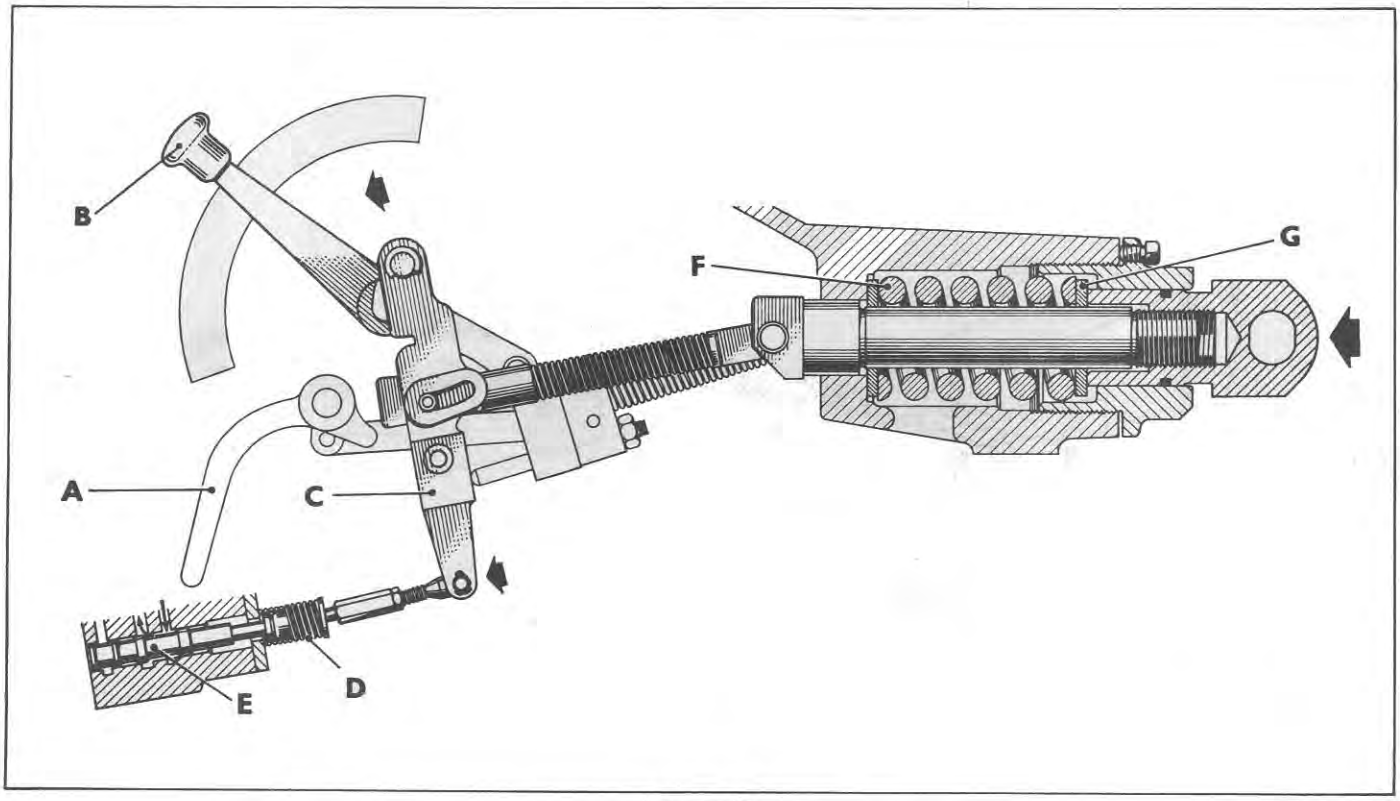

Figure 48
1. When working in Draft Control an increase in draft at the implement will compress the draft control main spring 'F' in a forward direction, Figure 48, moving the control valve actuating lever 'C' forward. The actuating lever overcomes the pressure of the control valve spring 'D' and moves the control valve 'E' into the raising position. As the implement is raised the draft force and hence the pressure on the draft control main spring decreases to the original amount. The control valve spring will then move the control valve into the neutral position.